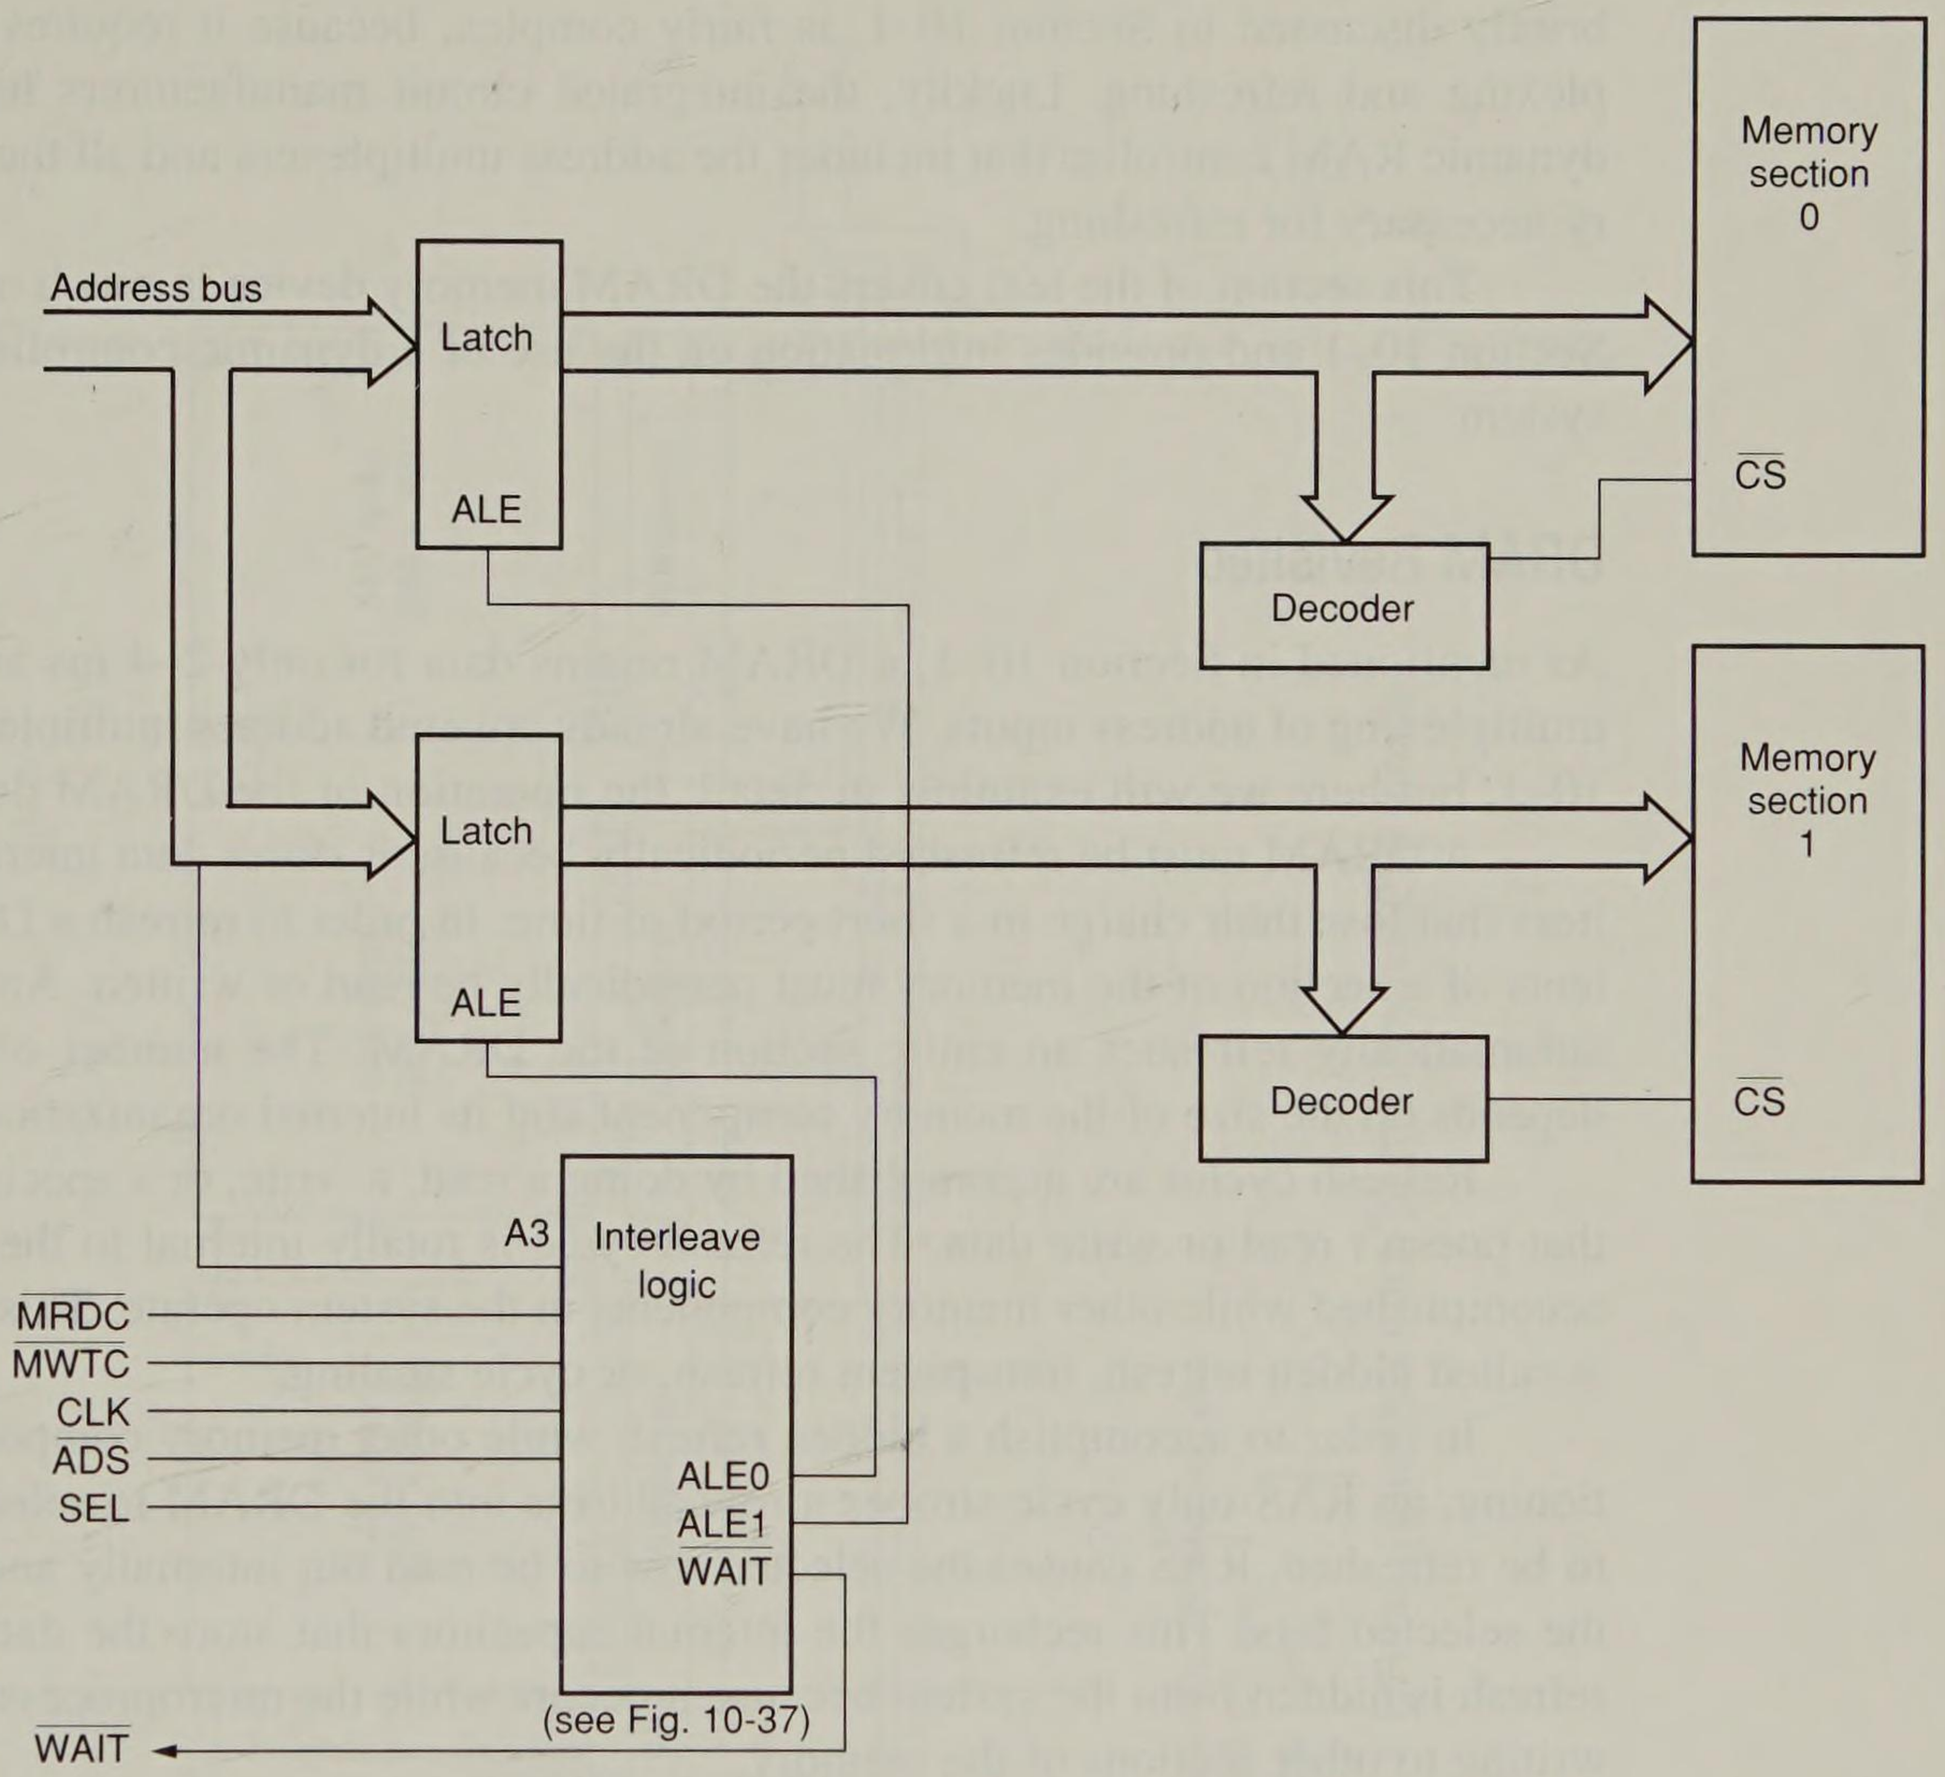

**FIGURE 10–38** An interleaved memory system showing the address latches and the interleaved logic circuit.
**FIGURE 10–37** The interleaved control logic, which generates separate $\overline{\text{ADS}}$ signals and a $\overline{\text{WAIT}}$ signal used to control interleaved memory.
The access time allowed by an interleaved system such as the one shown in Figure 10–38 is increased to 112 ns from 69 ns, using a 16 MHz system clock. (If a wait state is inserted, access time with an 16 MHz clock is 136 ns, which means an interleaved system performs at about the same rate as a system with one wait state.) If the clock is increased to 20 MHz the interleaved memory requires 89.6 ns where standard, noninterleaved memory interfaces allow 48 ns for memory access. At this higher clock rate, 80 ns DRAMs function properly, without wait states when the memory addresses are interleaved. If an access to the same section occurs, then a wait state is inserted.